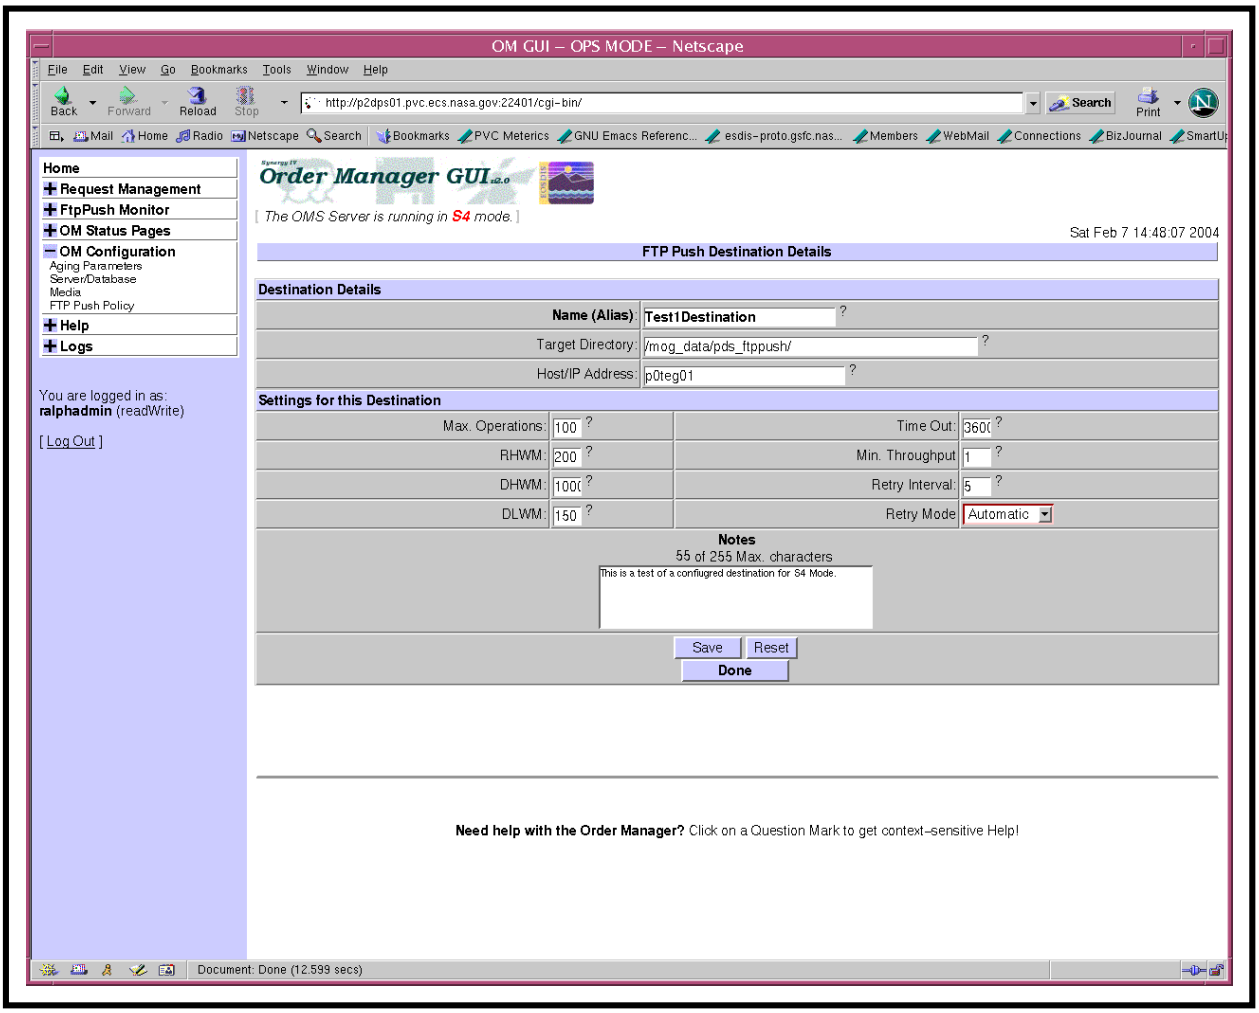

Figure 58. FTP Push Destination Details Page
- The **FTP Push Destination Details** page (Figure 58) displays the following types of data concerning the destination in the **Destination Details** area:
- The **FTP Push Destination Details** page (Figure 58) displays the following types of data concerning the destination in the **Settings for this Destination** area: